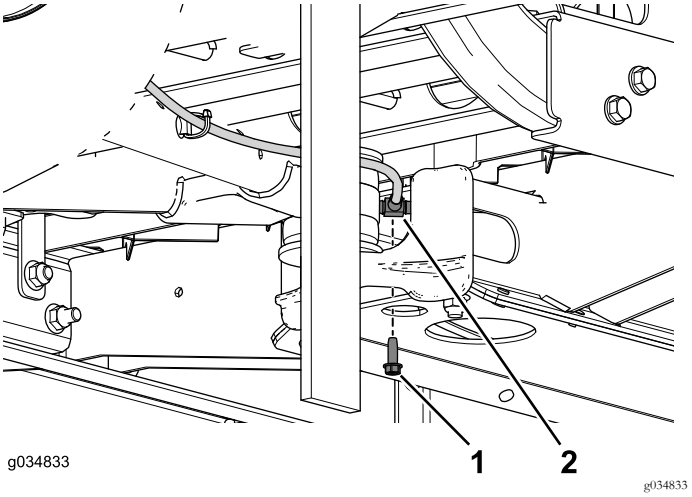

Figura 18
5. Remova o parafuso autorroscante que prende a união em T ao canal central (Figura 18).